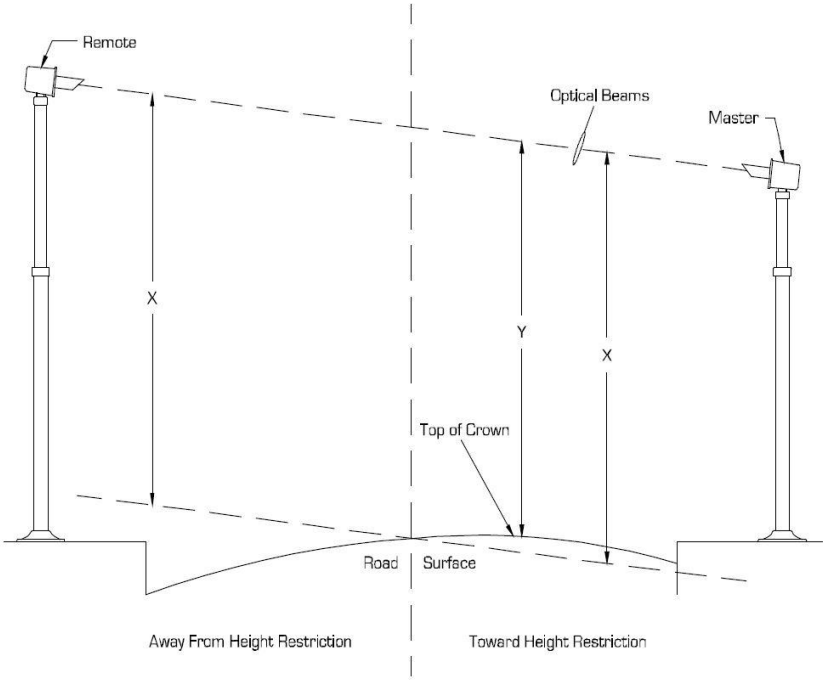

Figure 11: *Cross Section of Roadway*
1. Set the line of sight across the roadway, parallel (or as close as possible) to the slope of the road in the direction of interest. Refer to **Figure 11**.